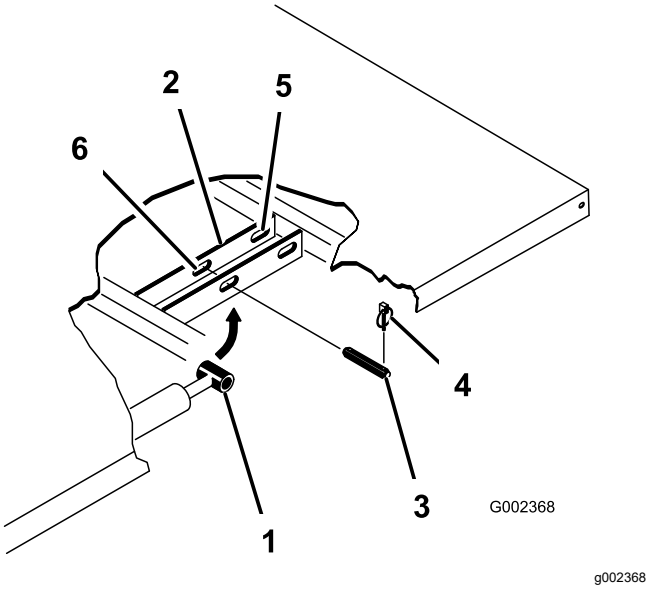

**Figura 21**
3. Retire los pasadores de seguridad de los extremos exteriores de los pasadores de los vástagos de los cilindros (Figura 21).
4. Retire los pasadores que fijan las rótulas de las varillas de los cilindros a las chapas de montaje de la plataforma empujando los pasadores hacia dentro (Figura 21).
5. Retire los pasadores de seguridad y los pasadores que fijan las placas de giro a los perfiles del bastidor (Figura 21).